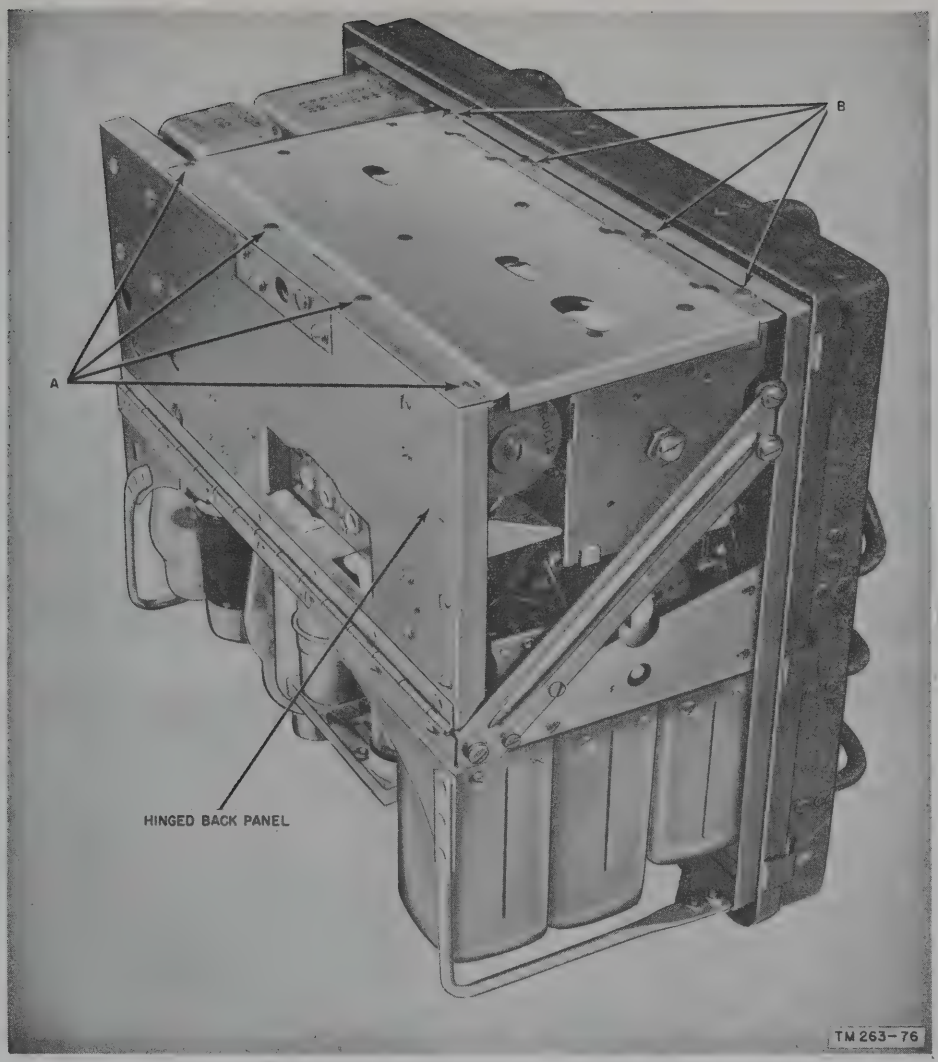

Figure 118. Location of screws A and B.
b. Remove all screws marked "B" on the bottom of the transmitter assembly (fig. 118) and remove the cover plate held on by these screws. On earlier models, screws marked "A" also must be removed.